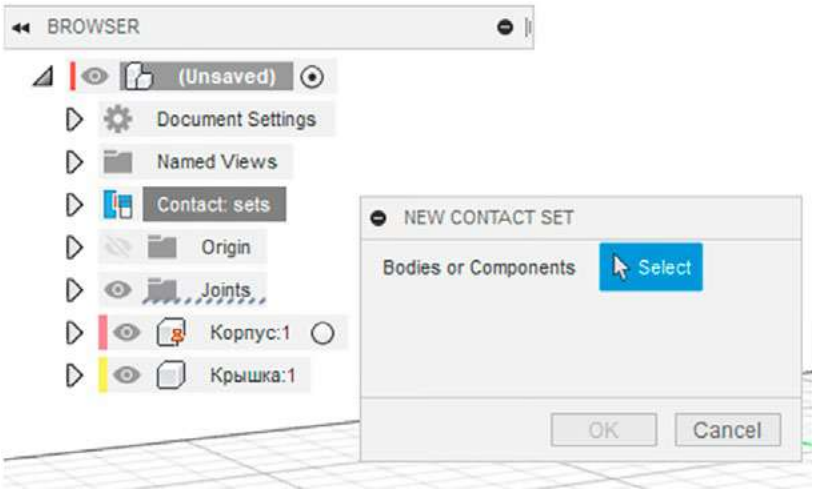

Рис. 19. Создание контактов
12. В BROWSER появилась строка CONTACT (контакты), кликните ПКМ и добавьте новый контакт (рис. 19). Далее стрелкой мыши укажите на компоненты «Корпус» и «Крышка» и нажмите OK. После этого крышка будет правильно перемещаться по пазу.